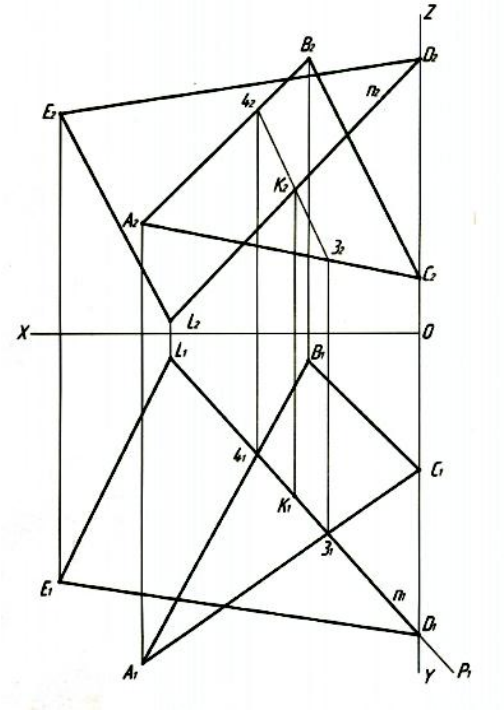

Рис. 3. Построение точки *K* — точки встречи перпендикуляра *n* с плоскостью *R(ABC)* и нахождение точки *L*
3. Построить точку *K*─ точку встречи перпендикуляра n с плоскостью *R(ABC)* $[K=n \cap R(ABC)]$. Завершить построение треугольника *DEL*, построив точку *L*. Точка *L* принадлежит перпендикуляру *n* $[L \in n]$. Точка *D* симметрична точке *L* относительно плоскости *R(ABC)* $[DK \cong KL]$ (рис. 3).
Сначала строим горизонтальную проекцию L_1, а затем с помощью ЛПС находим фронтальную проекцию L_2 или наоборот (рис. 3).